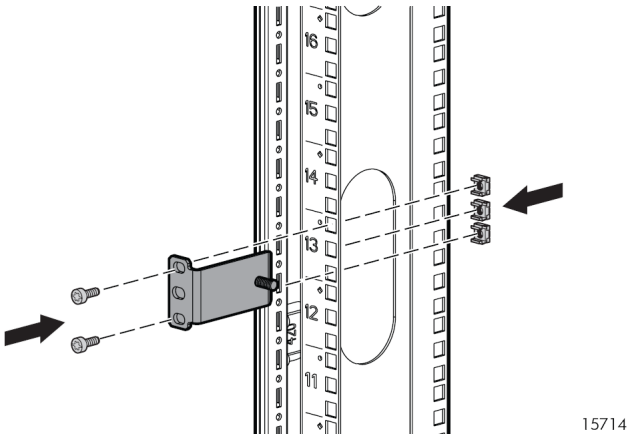

Figure 8 Installing the rear mounting brackets
3. On the rack vertical posts, mark the holes that will be used by the rail flanges (three on each rear vertical post, two on each front vertical post). Then, from the inside of each vertical post, insert an M6 cage-nut for the rack you are using (square or round hole) into each marked hole (Figure 8).